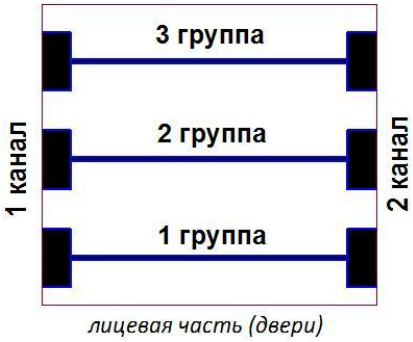

Рис. 2 Схема коммутации розеток для подключения зарядных устройств
5.1.1. Все розетки для подключения зарядных устройств ноутбуков разделены на три группы (см. рис.2). В каждой группе два канала, включающие в себя по одному блоку из шести гнезд розеток.